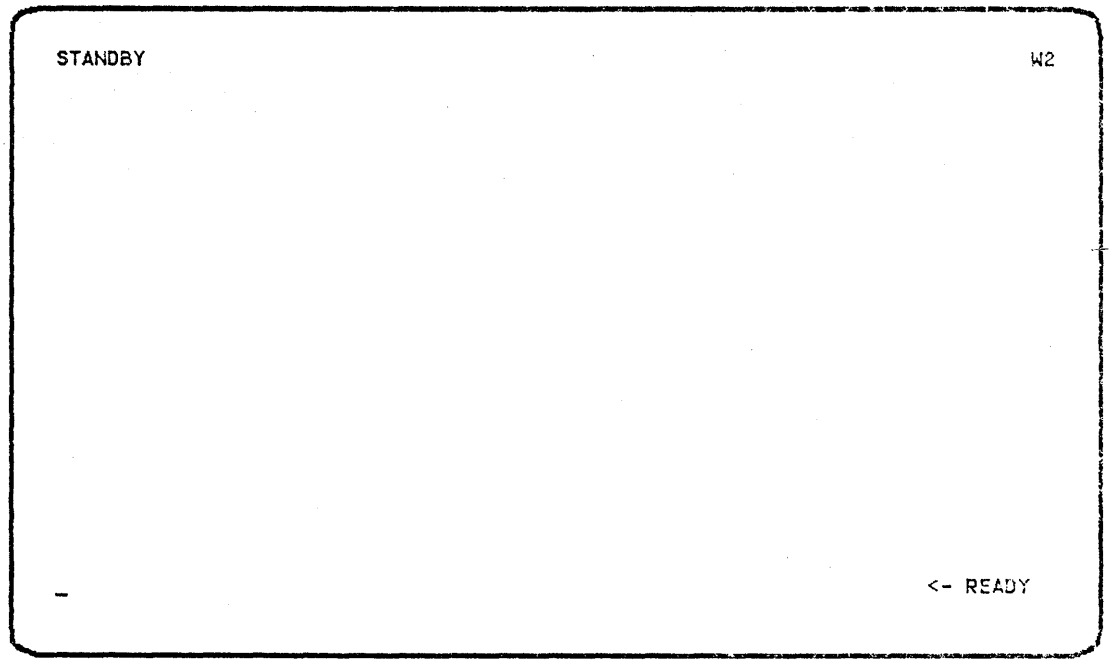

Figure 2-7. Standby Display
Step 4. The work session has begun. If you have signed on to a command display station, the Command display appears (either with or without a menu). See Figures 2-5 and 2-6. If you have signed on to a data display station, the Standby display appears (Figure 2-7).